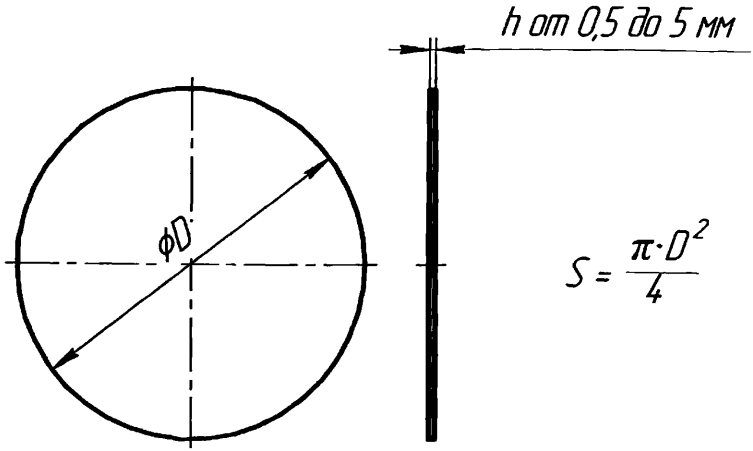
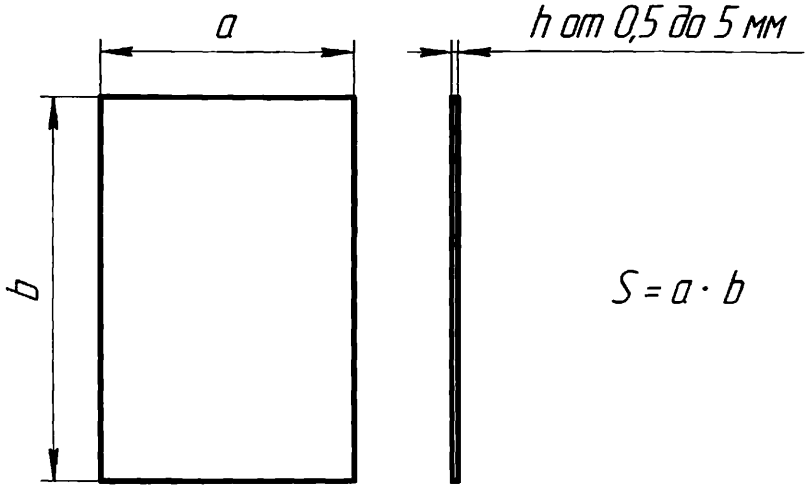

Рисунок 1– Чертеж имитатора круглой формы
Рисунок 2– Чертеж имитатора прямоугольной формы
6.3.1 Подготовить имитаторы площади, соответствующие началу, середине и концу диапазона измерений площади кож. Имитаторы представляют собой шаблоны из плотного материала (картон, резина и др.) толщиной от 0,5 до 5 мм. Имитаторы могут быть как круглой, так и прямоугольной формы (Рисунок 1 и Рисунок 2) для удобства вычисления их площади.